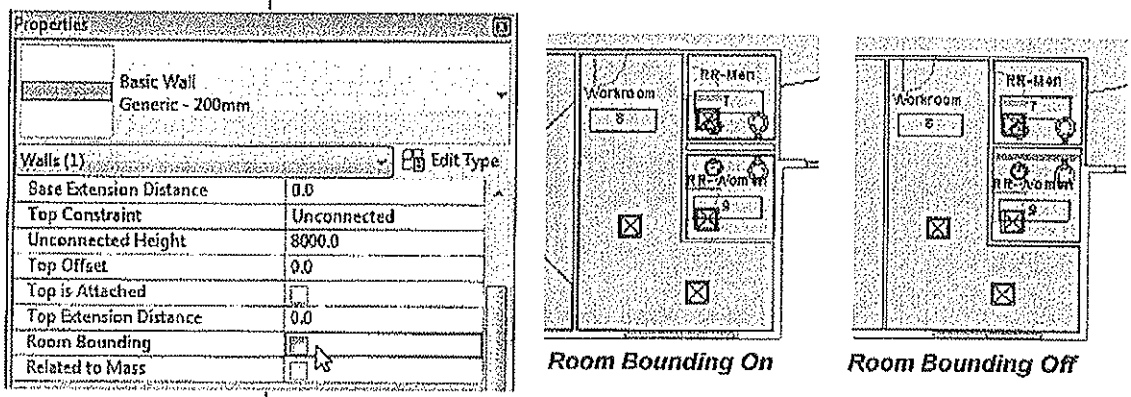

Figure 6–26
- Instead of changing the Sliver Space Tolerance, which could cause problems elsewhere in your project, you can clear the Room Bounding status in the wall properties as shown in Figure 6–26. If there is a linked model this must be done directly in the original file.